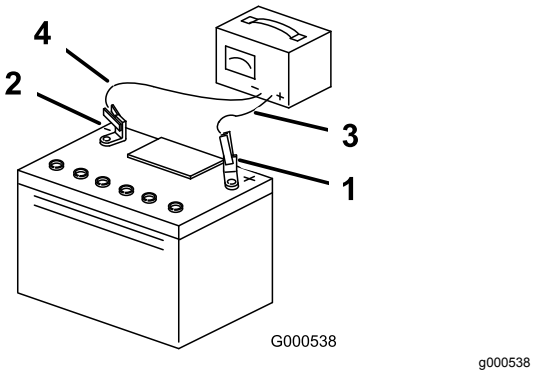

Figur 48
3. Når batteriet er helt oppladet, kobler du laderen fra strømuttaket, og deretter laderledningene fra batteripolene (Figur 48).